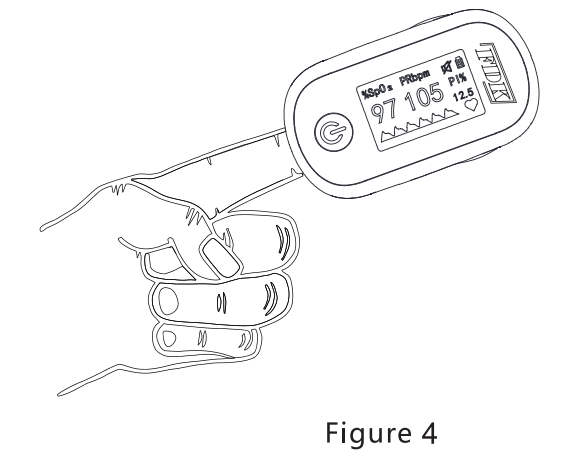

Figure 4
B. It is recommended to let the light shine directly on the nail(Figure4);